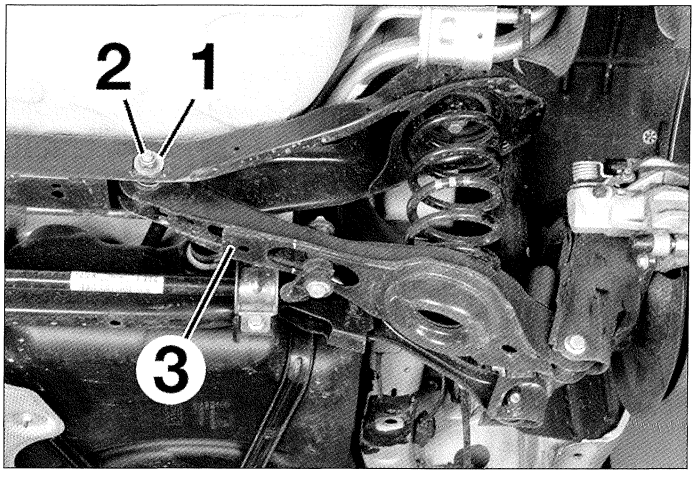

FIG. 2
• Si el valor medido está fuera de las tolerancias, aflojar la tuerca (2) (fig. 2) de leva de reglaje (1) del brazo inferior trasero (3).
• Apretar la tuerca de leva de reglaje (2).